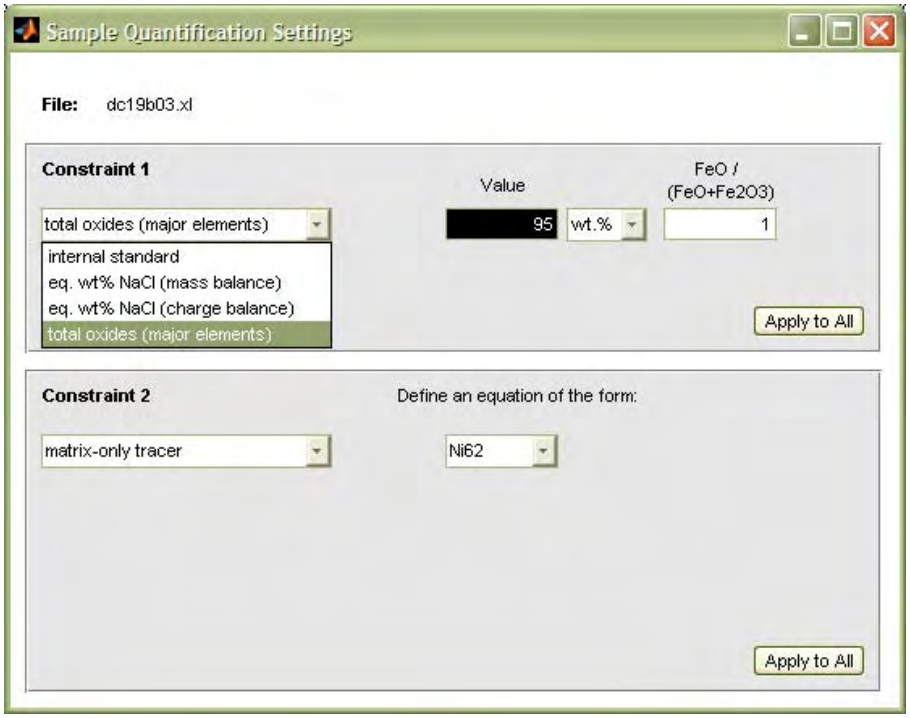

Fig. 20: Sample quantification settings window
1. Click on *DEFINE SAMPLE SETTINGS*. The following window will appear (Fig. 20):